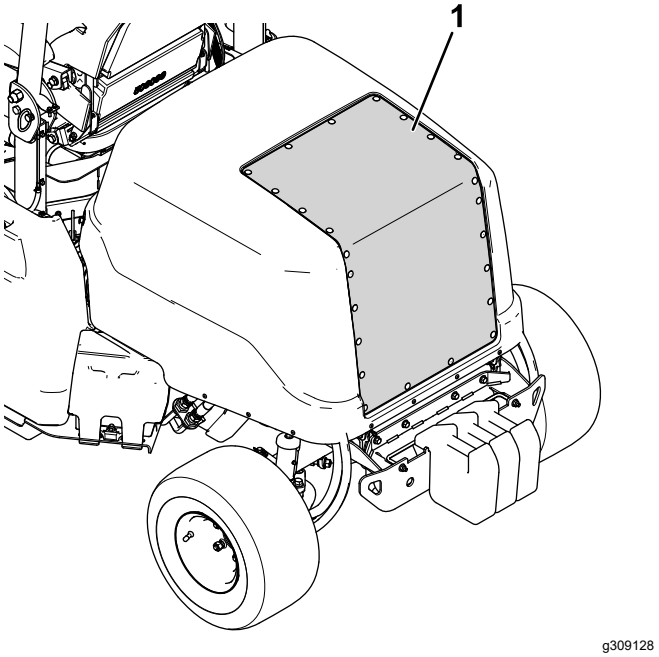

Figur 73
2. Brug trykluft til at rengøre motorhjelmens skærm (vist på Figur 73). Led luften ud af maskinen.